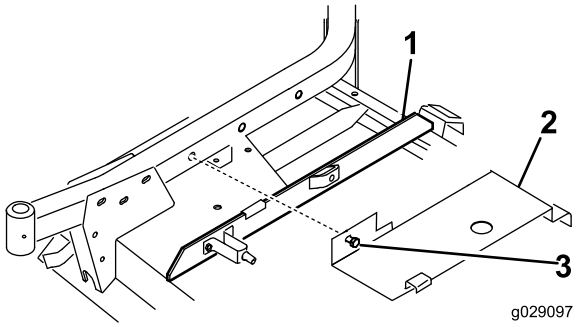

Figura 24
1. Insira uma guarnição na barra direita, de modo a que a lateral do suporte da mola fique a 10 cm da extremidade mais afastada da guarnição (Figura 24).
2. Prenda a traseira da tampa da plataforma (Figura 24) ao pino de canal traseiro enquanto alinha o parafuso de montagem da tampa com o furo no braço da roda direito. A tampa assenta sobre a guarnição. Efetue os ajustes adequados à guarnição sempre que necessário.